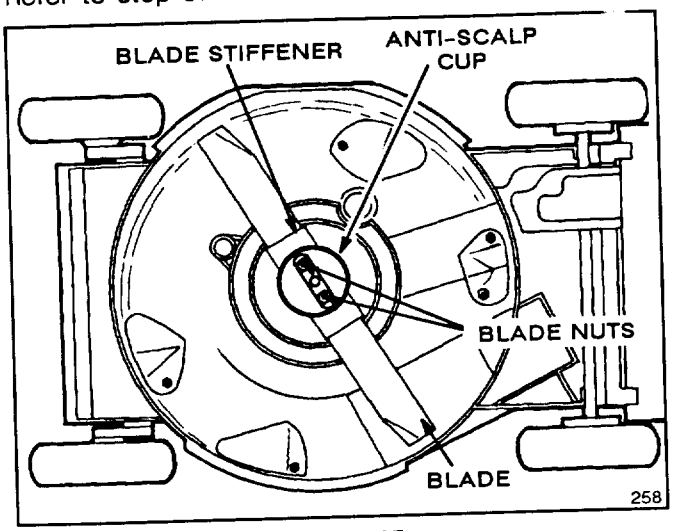

Figure 15
1. Stop engine and pull wire off spark plug (Fig. 15).
5. REMOVING BLADE—Grasp end of blade using a rag or thickly padded glove. Remove blade nuts, anti-scalp cup, blade stiffener, and blade (Fig. 15).